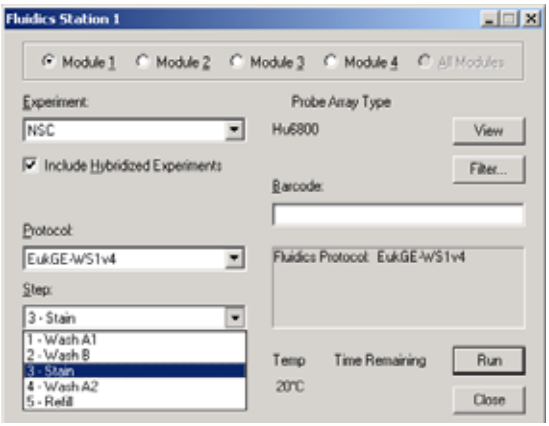

Figure 8.5
⇒ The Fluidics Station dialog box appears **(Figure 8.5)**.
3. Select the desired beginning step from the **Step** drop-down list **(Figure 8.5)**.